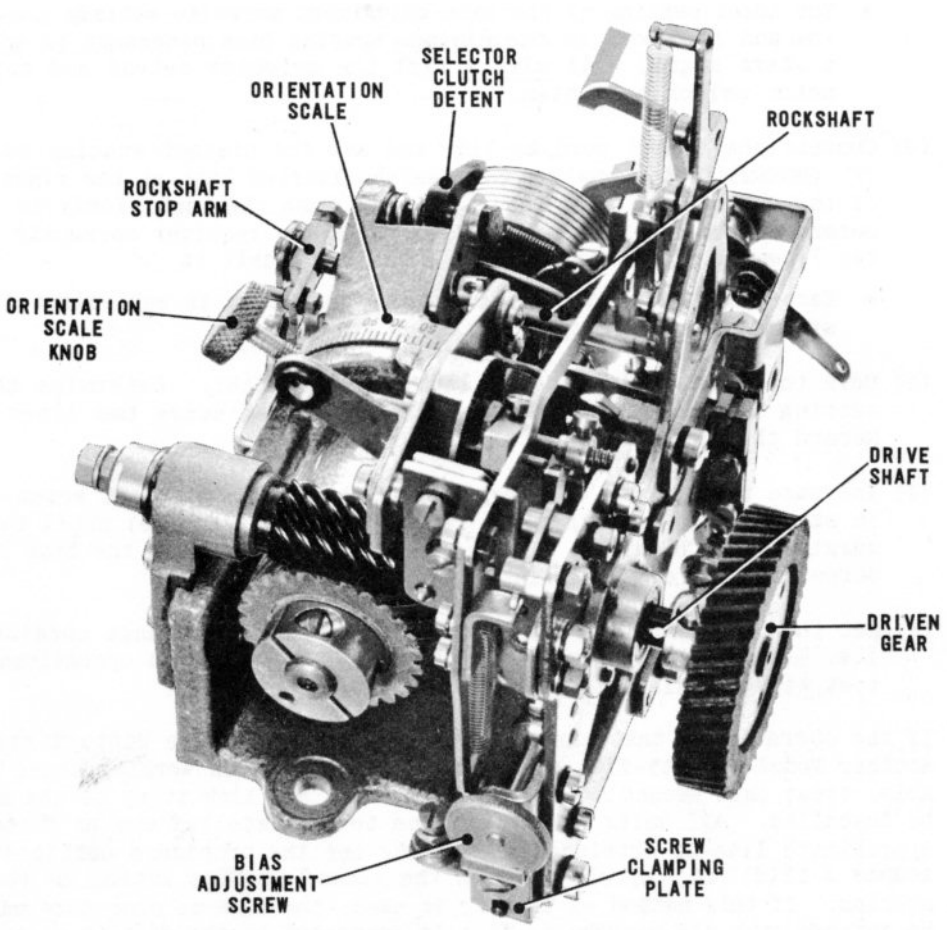

Fig. 2.2 SELECTOR UNIT—SINGLE-SPEED MODEL
3.9 **Keyboard Machines.** Before any further local tests are carried out, ensure that the selector unit remains in the rest position. A convenient way to do this is to bias the electromagnet armature against the mark stop by slackening the screw clamping plate, Fig. 2.2, and turning the bias adjustment screw in a counter-clockwise direction.